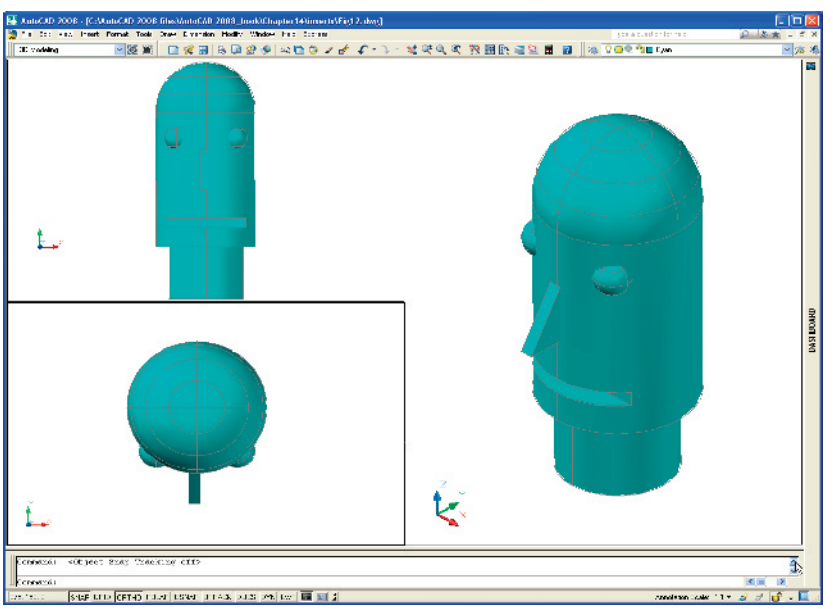

Fig. 14.12 Exercise 1
1. Using the **Cylinder, Box, Sphere, Wedge** and **Fillet** tools, together with the **Union** and **Subtract** tools and working to any sizes thought suitable, construct the 'head' as shown in the **Three: Right** viewport in Fig. 14.12.